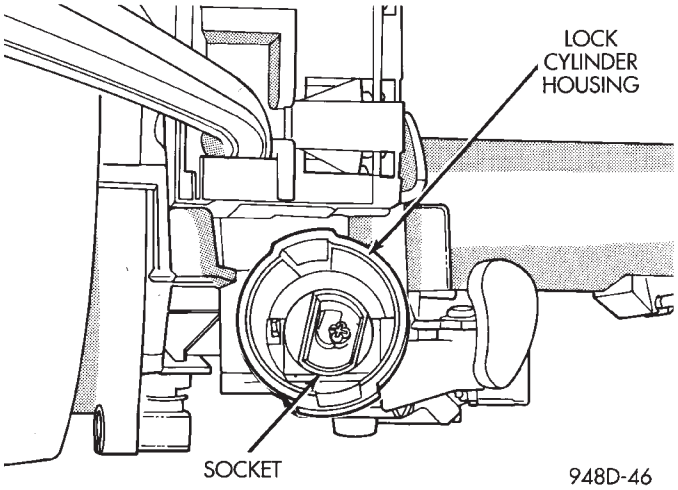

Fig. 67 Socket in Lock Cylinder Housing
(1) Install key in lock cylinder. Turn key to run position (retaining tab on lock cylinder can be depressed).
(2) The shaft at the end of the lock cylinder aligns with the socket in the end of the housing. To align the socket with the lock cylinder, ensure the socket is in the Run position (Fig. 67).
(3) Align the lock cylinder with the grooves in the housing. Slide the lock cylinder into the housing until the tab sticks through the opening in the housing.